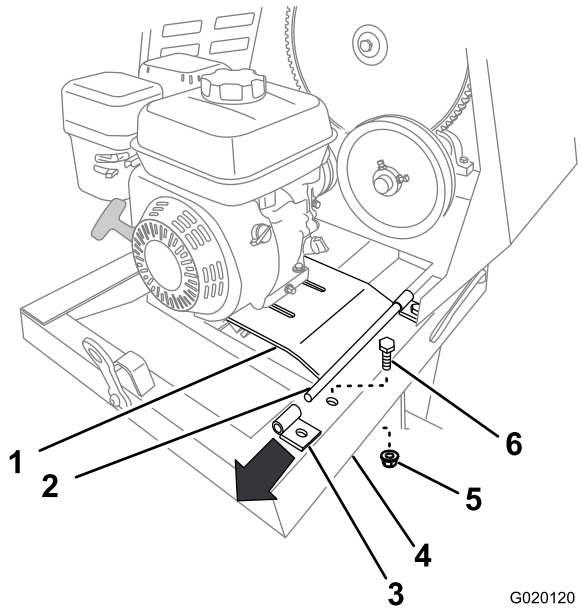

Figure 61
7. Retirez le boulon et l'écrou qui fixent le support arrière de la charnière de plancher moteur au cadre de la machine (Figure 61).
8. Soulevez le bord arrière du plancher moteur et déposez le support de charnière (Figure 61).
6. Fixez le support arrière au cadre de la machine avec le boulon et l'écrou (Figure 61) retirés à l'opération 7 de Dépose du moteur (page 39).